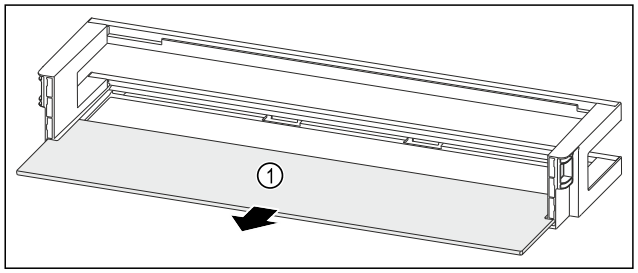

*Fig. 227 Raft montat pe ușă cu raft*
▶ Extrageți raftul *Fig. 227 (1)*.